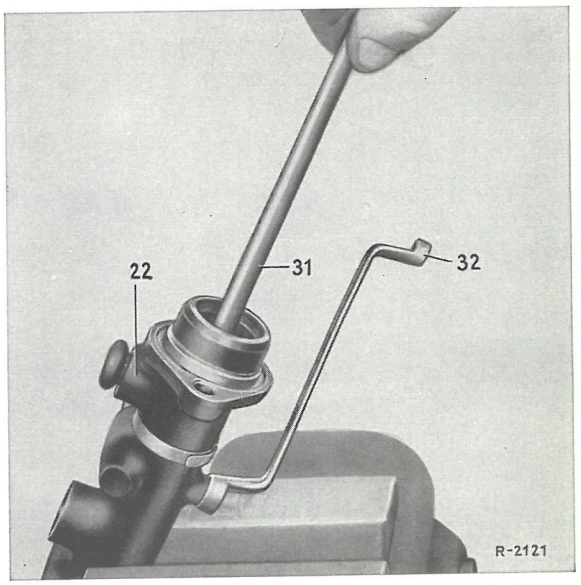

Fig.42-8/11
4 Med dornen(31)trykkes stemplet(3) lidt indad,derpå skrues anslagsskruen(15) ud af huset og tages af sammen med pakringen(fig.42-8/1o og 11).